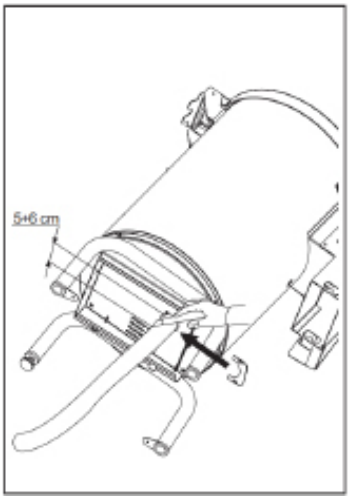

Fig. 14.
- Coupez la partie excédentaire du tube sous la machine de manière à ce qu'elle ne gêne pas le déplacement du récipient de collecte des sédiments (Fig. 14).